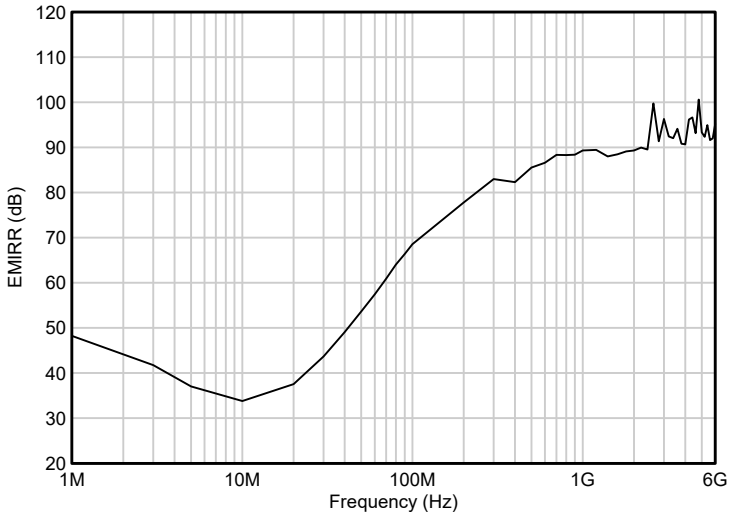

图 6-5. EMIRR 测试
TLV904xD 通过集成电磁干扰 (EMI) 滤波降低无线通信设备、混合使用模拟信号链和数字元件的高密度电路板等干扰源产生的 EMI 效应。利用电路设计技术可以提高 EMI 抗扰度；TLV904xD 从这些设计改进中受益。德州仪器 (TI) 已具备在 10MHz 至 6GHz 宽频谱范围内准确测量和量化运算放大器抗扰度的能力。图 6-5 展示了对 TLV904xD 执行此测试的结果。表 6-1 展示了 TLV904xD 在实际应用中常见特定频率下的 EMIRR IN+ 值。*运算放大器的 EMI 抑制比*应用手册包含了与运算放大器相关的 EMIRR 性能主题，该报告可从 www.ti.com 下载。